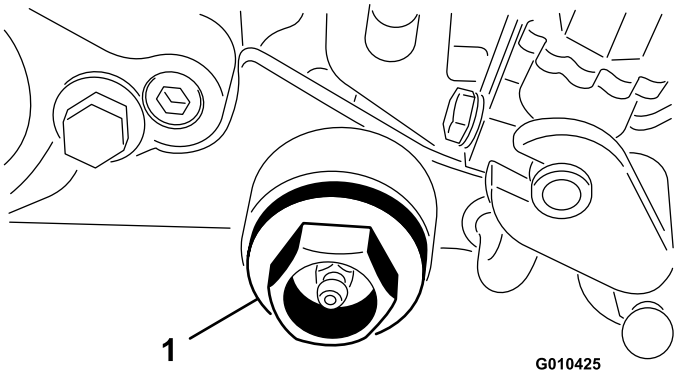

図 11
14. キャッププラグをグルーマハウジングに取り付ける。図 11